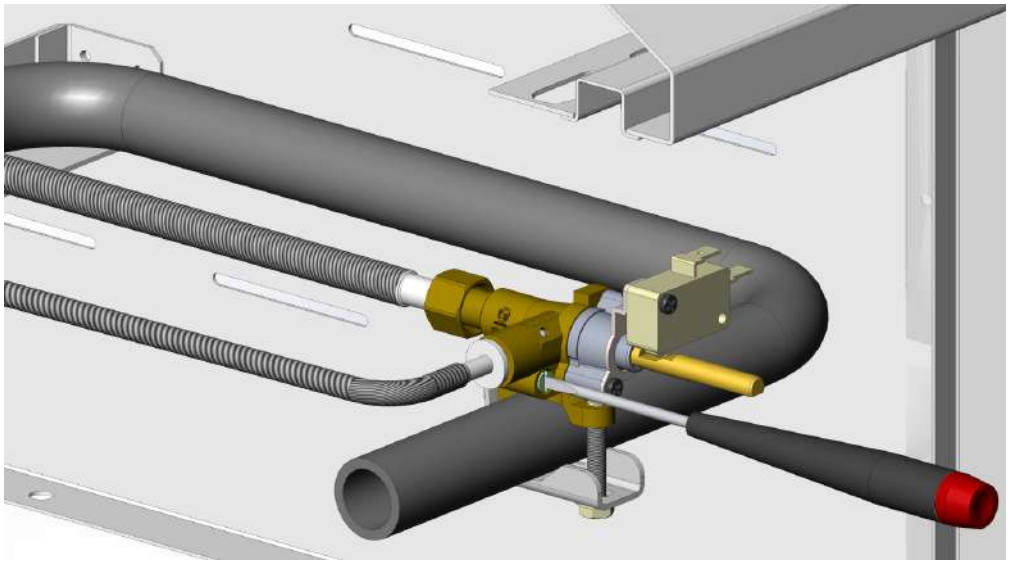

Figure 2
4. Introduire un petit tournevis plat dans la petite vis qui se trouve à gauche de la tige du robinet pour commencer le réglage (voir Fig. 2). La vis n'offre que 2 ou 3 tours complets de réglage. Il se peut qu'après cela la vis continue de tourner mais sort en fait du robinet, ce qui pourrait entraîner une fuite de gaz. NE PAS tourner la vis de plus de 3 tours.